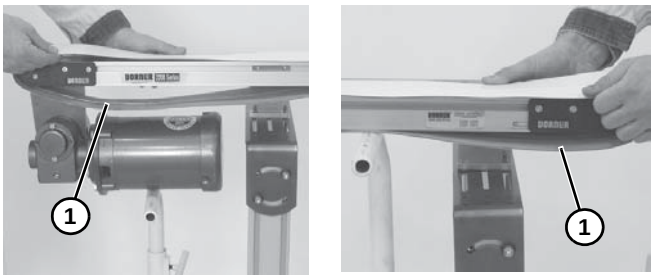

Figure 51
3. Installer la bande **(Figure 51, élément 1)** du convoyeur. Soulever légèrement le convoyeur pour éviter que la bande soit pincée sur les supports temporaires.